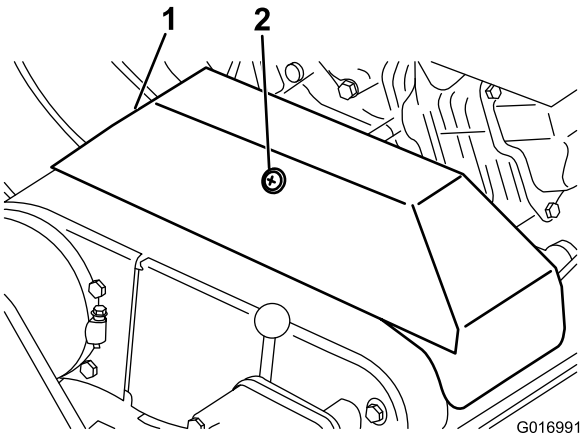

Figur 43
2. Lossa den hållare som håller fast kilremskåpan och öppna kåpan genom att vrida den (Figur 43).